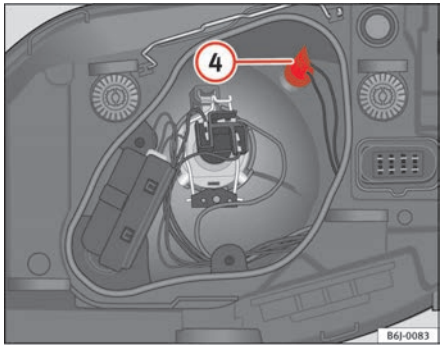

Fig. 141 Side lights
– Remove the bulb holder (4) ⇒ fig. 141 outwards.